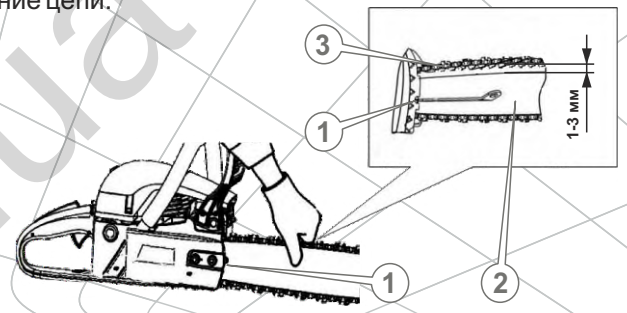

Рис. 6
2. Измерьте величину зазора между направляющей цепи (3) и шиной (2). Зазор должен быть в пределах 1-3 мм (см. рис. 6), а сама цепь должна легко перемещаться от руки вдоль паза шины.